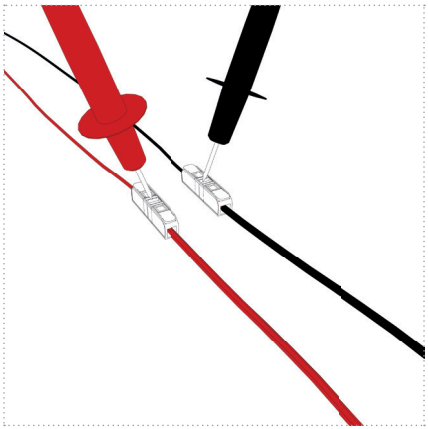

Figure 24
7. Enfichez/vissez à nouveau le fusible du circuit de l'unité UV et vérifiez la tension réseau correcte aux ouvertures de test des bornes de connexion (figure 24).